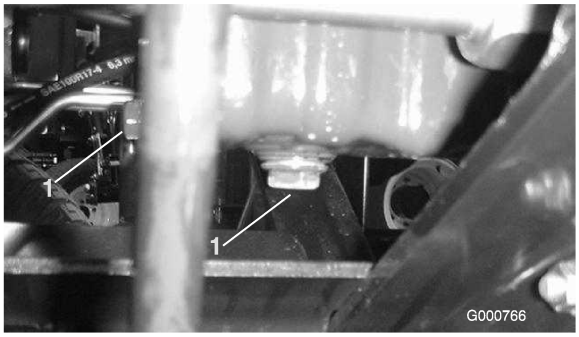

Figura 42
1. Togliete il tappo di spurgo (Figura 42) e lasciate defluire l'olio in una bacinella. Quando l'olio cessa di defluire, rimontate il tappo.